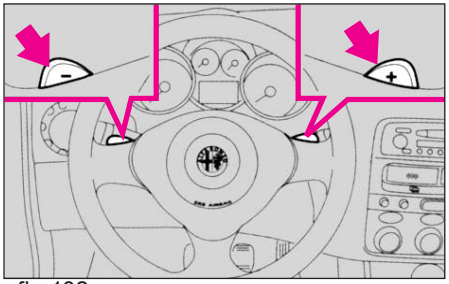

fig.132
- clapetelor de pe volan (**fig. 132**) care pot fi acționate doar dacă viteza e peste 10 km/h.